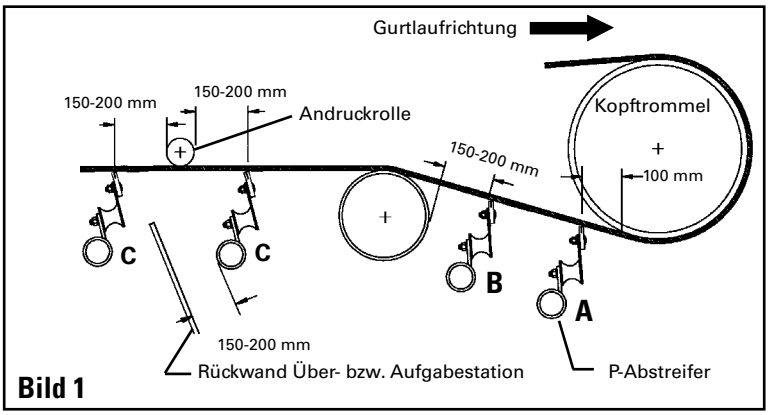

Bild 1
Der Eliminator P-Abstreifer kann an jeder Stelle entlang des Bandes montiert werden, angefangen von einem Punkt ca. 100 mm von der Stelle, an der das Band die Kopftrommel im unteren Bereich der Förderanlage verlässt. Die optimale Position des P-Abstreifers liegt im Bereich zwischen 100 mm (A) und ca. 150 - 200 mm von der Ablenktrommel bzw. Spanntrommel (B) (Bild 1). Wenn keine der beiden Positionen realisierbar ist, muss eventuell eine weitere Andruckrolle montiert werden, damit der nötige Anpressdruck auf die Klingen erreicht wird. Wenn eine solche Andruckrolle montiert wird, kann der Abstreifer im Bereich von 150 – 200 mm auf jeder Seite der A Andruckrolle montiert werden (C). Eine Andruckrolle soll ebenfalls montiert werden, wenn die Bandspannung zu gering ist, um den nötigen Anpressdruck zu erzeugen. Eine Pressung nach unten ist nicht erforderlich; es soll lediglich sichergestellt werden, dass das Band nicht nach oben abweichen kann. Wenn der Abstreifer innerhalb einer Übergabestation montiert werden soll, muss zwischen Abstreifer und Übergabestationsleitblech ebenfalls ein Abstand von 150 – 200 mm frei bleiben, um ein Verstopfen durch das Fördergut zu verhindern.